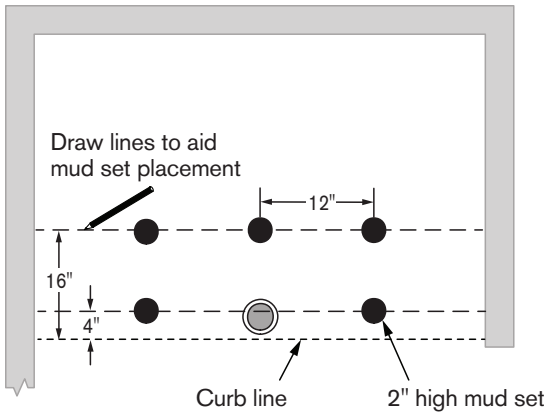

Figure 6
12. Before applying the mud set, mark the floor with the pattern and spacing shown below. *(Figure 6)*